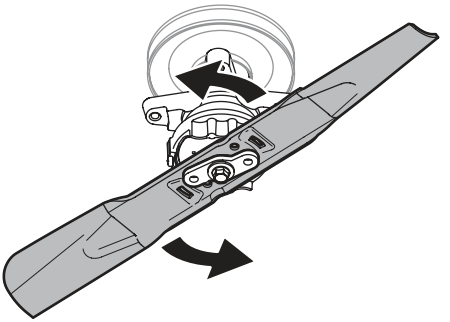

Fig. 48
4. Placez la bague de verrouillage vers le haut et tournez la lame vers la gauche pour la dégager de la bague (Fig. 48).